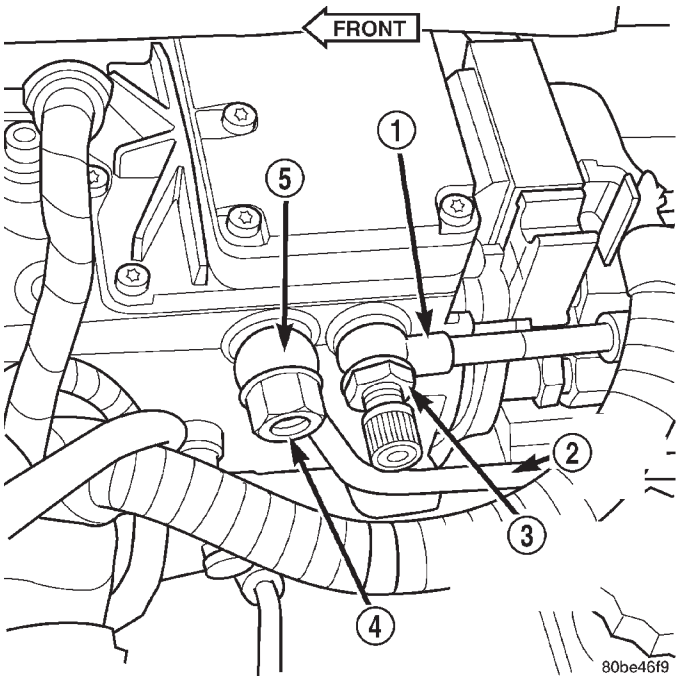

Fig. 11 Fuel Supply Line Banjo Bolt
(1) Loosen, but do not remove, banjo bolt (test port fitting) holding low-pressure fuel supply line to side of fuel injection pump (Fig. 11). Place a shop towel around banjo fitting to catch excess fuel.
(7) Perform previous air bleeding procedure steps using fuel transfer pump. Be sure fuel is present at fuel supply line (Fig. 11) before proceeding.